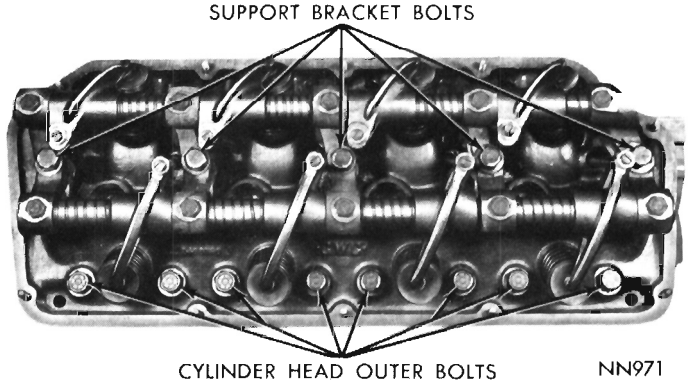
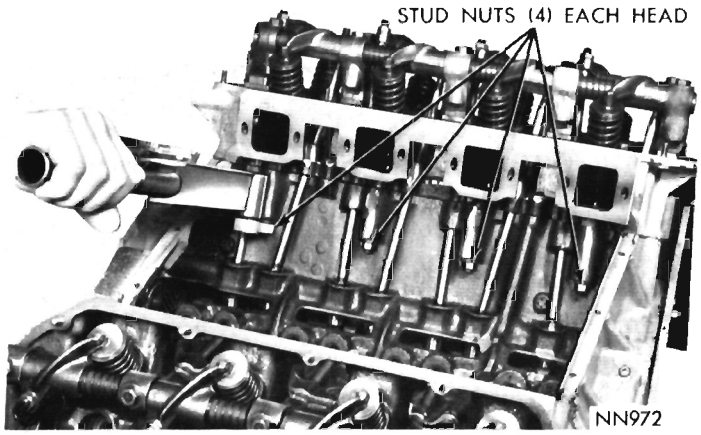
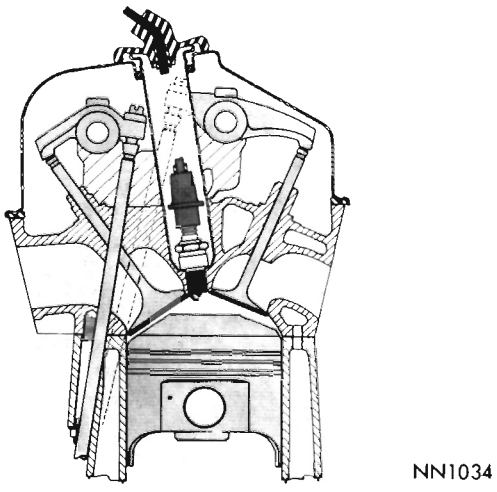

Fig. 4—Cylinder Head Attaching Bolts
Fig. 5—Removing or Installing Cylinder Head Stud Nuts
Fig. 6—Hemi-426 Engine Combustion Chamber Cross Section
Each chrome alloy cast iron cylinder head is held in place by 13 bolts (Fig. 4) and 4 studs, nuts and washers (Fig. 5). The stud nuts are tightened from inside of the tappet chamber. Aluminum spark plug tubes (shown in cross section in Figure 6) serve as spark plug gaskets. The tubes project through the cylinder head cover and are sealed against oil leaks.
(1) With cylinder head cover removed, remove the five bolts, (3/4 inch hexagon) that attach the rocker arm support brackets to the cylinder head and block (Fig. 4).
(2) Remove rocker arm assemblies.
(3) Remove push rods and **identify to insure installation in original location.**
(1) With cylinder head cover and rocker arm assembly removed, remove alternator, disconnect accelerator cable and transmission throttle rod from upper bellcrank.
(2) Disconnect fuel line at tee fitting.
(3) Disconnect intake manifold heat tubes located at rear of manifold. Remove air tube between automatic choke and exhaust manifold.
(4) Remove the intake manifold attaching screws. (There are three locating dowels at each end of manifold.)
(5) Remove intake manifold with ignition coil, both carburetors, fuel lines, fuel filters, throttle linkage and upper bellcrank as an assembly.
(6) Disconnect exhaust headers from cylinder heads and tie out of way.
(7) Remove the lower **eight** cylinder head bolts (Fig. 4).
(8) Remove the **four** stud nuts, (9/16 inch hexagon) from cylinder head studs inside of tappet chamber (Fig. 5).
(9) Remove cylinder heads and place in holding fixture tool C-3626. **To protect studs do not set cylinder head down on studs at any time.**